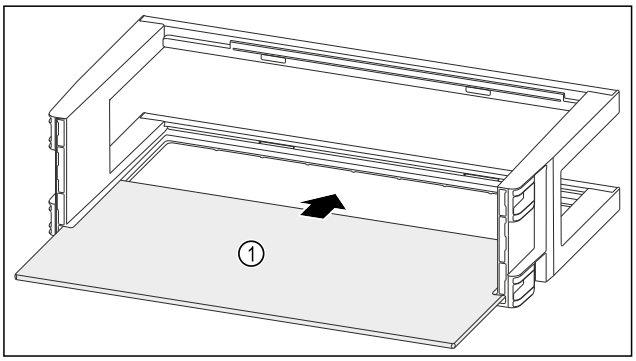

Fig. 151
▶ Odkládací plochu *Fig. 151 (1)* zasuňte do bočních vybrání.